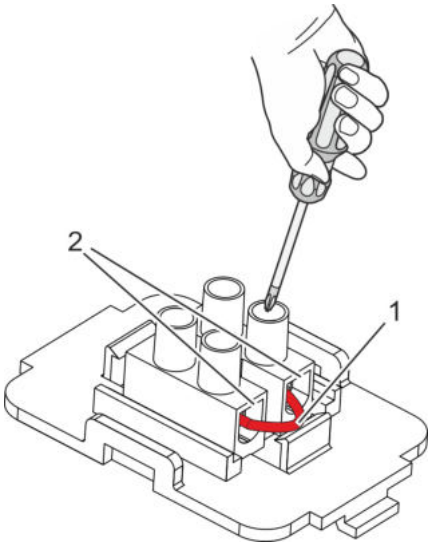

Abb. 17: Kabelbrücke entfernen
3. Lösen Sie die Schrauben und entfernen Sie die Kabelbrücke (Abb. 17).
4. Stecken Sie die Kabel des Fensterkippschalters anstelle der Kabelbrücke in die Litzenlöcher (Abb. 17) und ziehen Sie die Schrauben wieder fest.